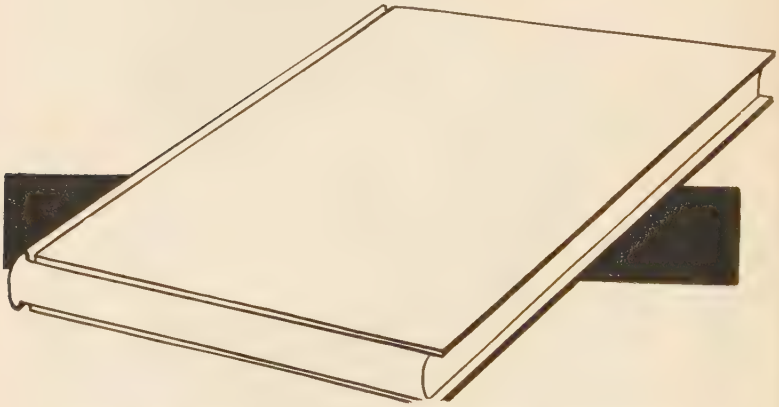

Fig. 219—Fitting Boards to Book for Cover Making
3. Lay your boards in position on your "lined-up" book, allowing projecting edges of boards to show "squares" on three outer edges and set boards off from "joints" $\frac{1}{8}''$. (Fig. 219.)